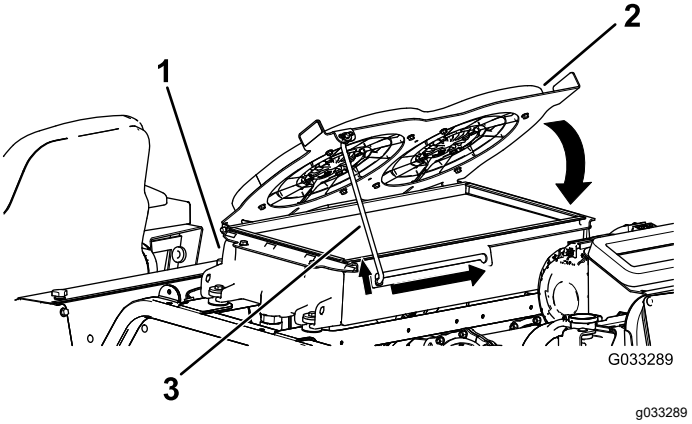

**Figuur 122**
4. Draai de hydraulische koelventilators naar beneden en zet de steunstang vast in de inkeping (Figuur 122).